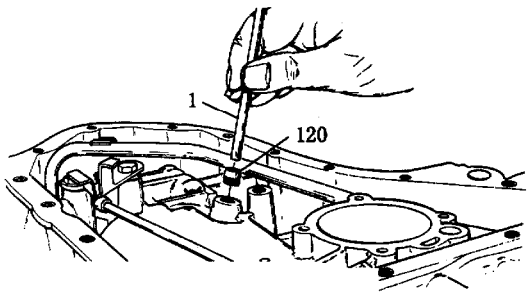

图 4－149　低、倒档油路杯形油堵
(1) 解体：
①从活塞推杆 129 上拆下 E 形卡环 135（参见图 4－29)。
②从活塞推杆 129 上拆下活塞 133。
③拆下弹簧 131。
④拆下弹簧座 130。
(2) 检查：
①检查活塞推杆 129 是否损坏，油封 128 是否破碎或有裂纹。